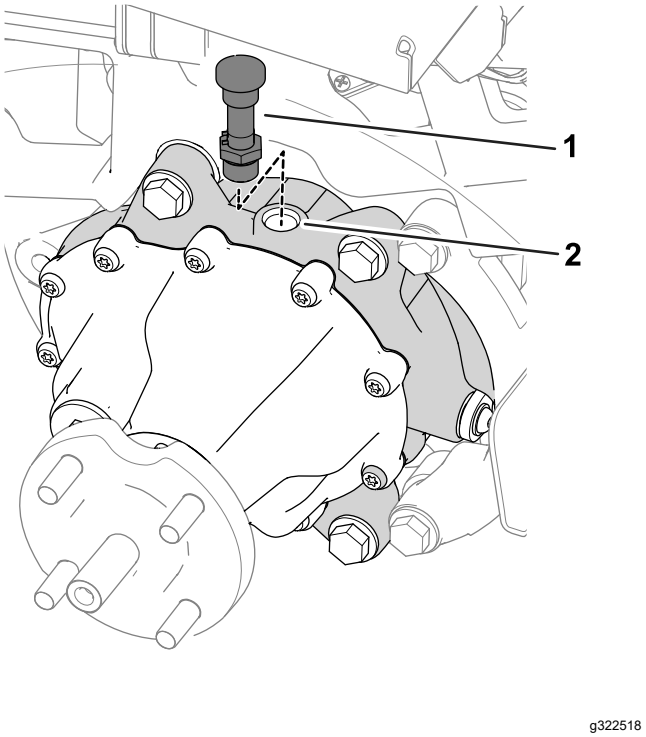

Figuur 66
7. Verwijder de ontluchtingsslang en fitting van de bovenkant van de tandwielkast (Figuur 66).
9. Monteer de ontluchtingsslang en fitting in de vulopening (Figuur 66).